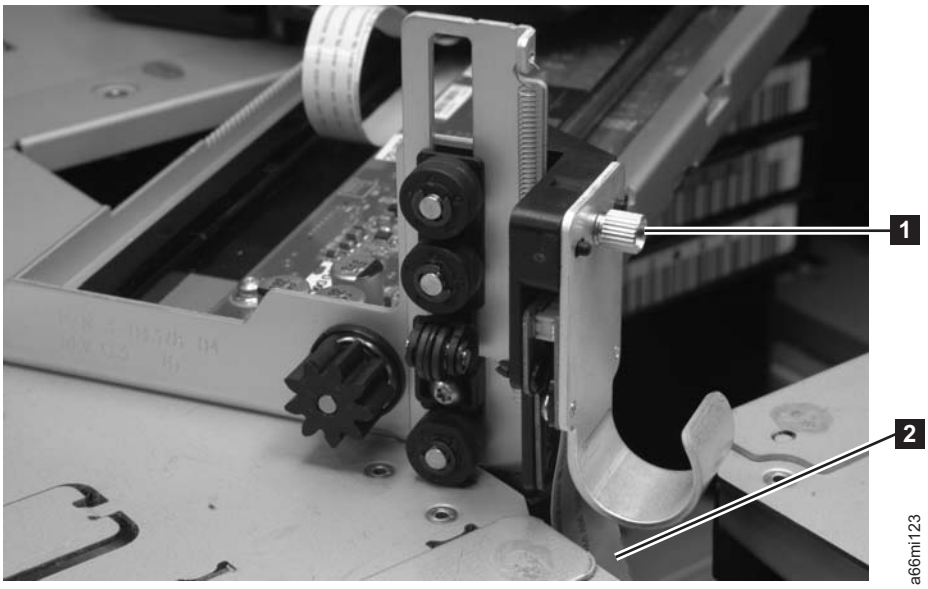

Figure 7-84. Thumb screw securing Cable Spool
6. Manually lift the M2 Robot Assembly, raise it along the track, and carefully lift it out. Be careful not to damage the Cable Spool flat cable (**2** in Figure 7-84). Set the M2 Robot Assembly on top of the library and loosen the thumbscrew (**1** in Figure 7-84) to disconnect the cable spool.
2. Set the M2 Robot Assembly on top of the control module as shown in Figure 7-84 on page 7-78.